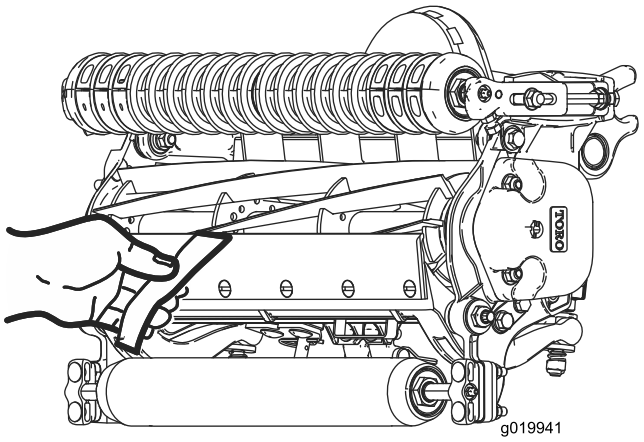

Figur 20
2. Afprøv klippeydelsen ved at indsætte en lang stribe klippeydelsespapir (Toro-delnr. 125-5610) mellem knivcylinderen og bundkniven, vinkelret med bundkniven (Figur 20). Drej langsomt knivcylinderen fremad. Den bør klippe papiret.